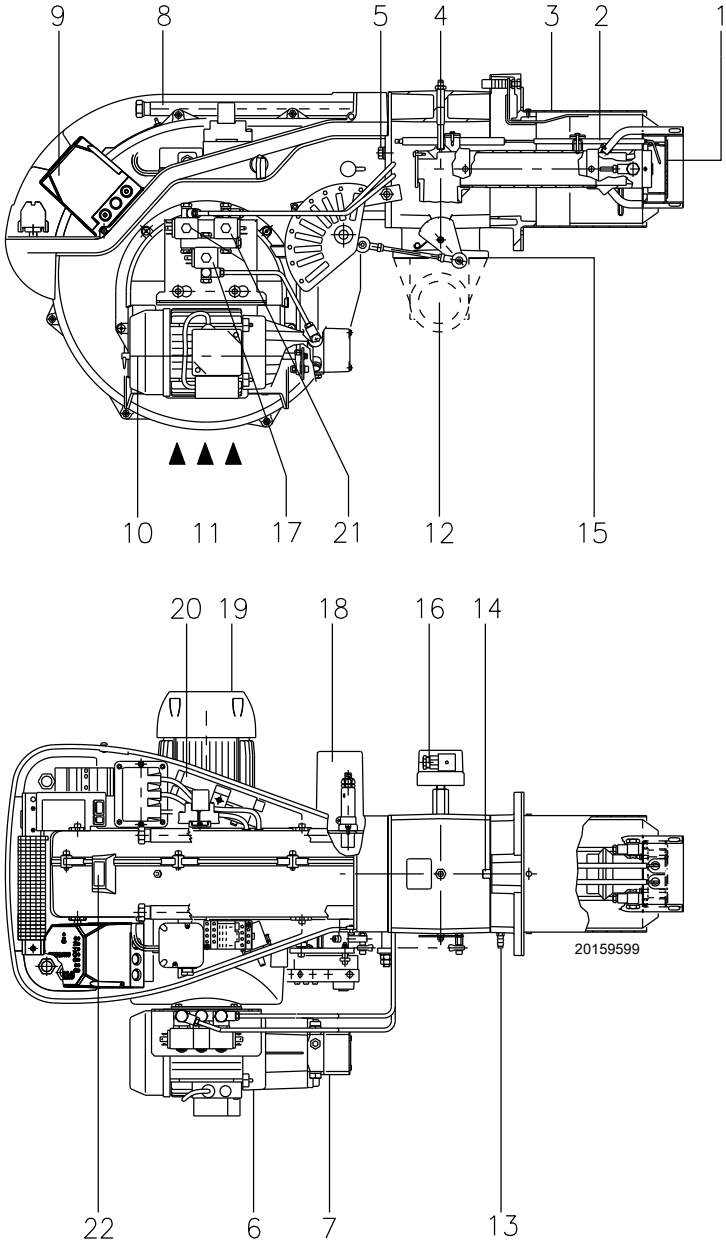

图 6
(1) 参考条件：环境温度 20°C - 燃气温度 15°C - 大气压力 1013 mbar - 海拔 0 m a.s.l.
(2) 测试点 5）（图 6）处的燃气压力，此时炉膛压力为 0 并且燃烧器处于最大出力运行状态。
(3) 噪音测试在制造商燃烧实验室内进行，燃烧器在测试锅炉上以最大出力运行。声功率以符合 EN 15036 标准要求的“自由场”法测得，并符合 EN ISO 3746 标准要求的“准确：类别 3”的测量精确度。
控制盒锁定：如果控制盒 9) (图 6) 按钮指示灯亮起，则燃烧器锁定。